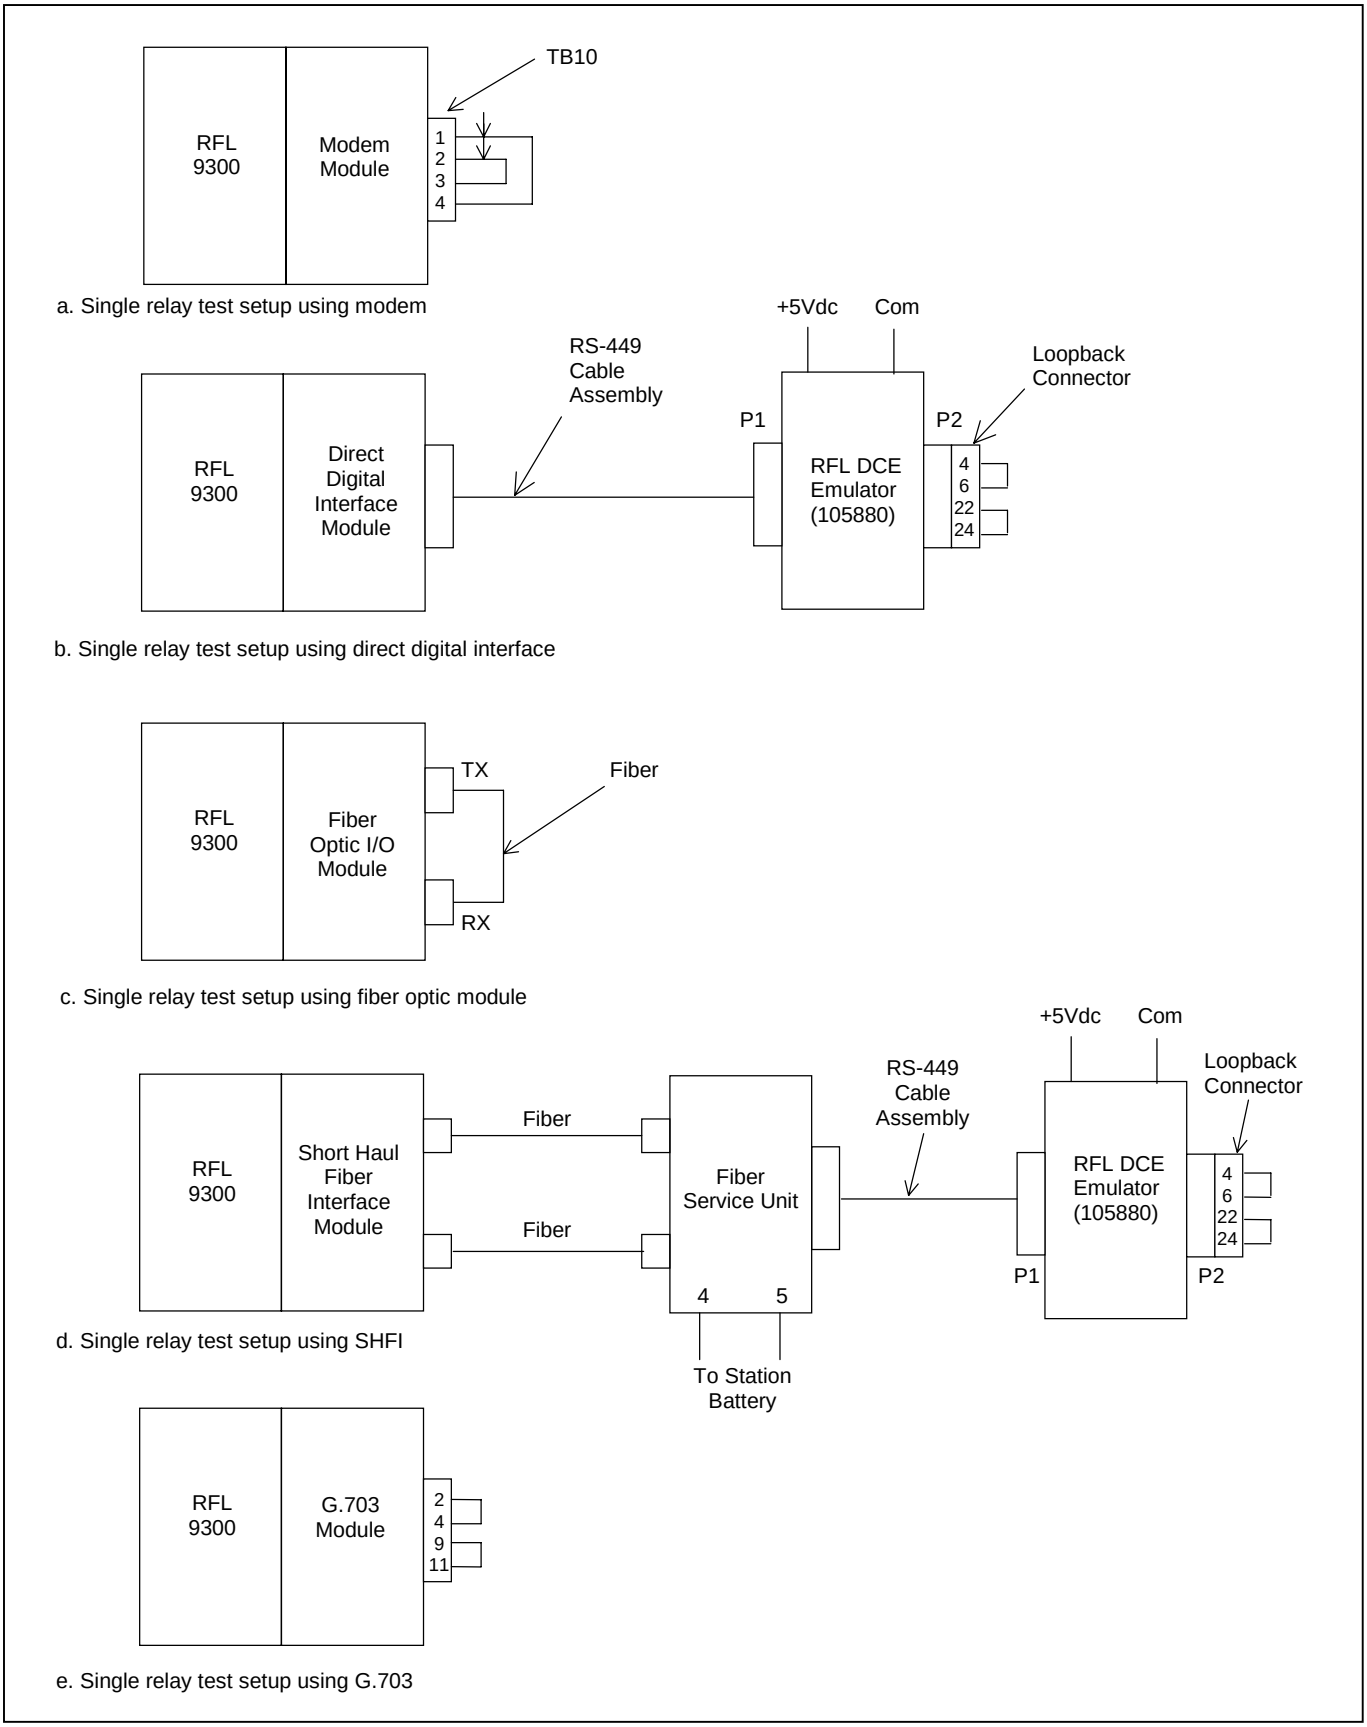

Figura 8-1 Configuraciónes para las pruedas de un solo relé
6. Los siguentes articulos son requerido para relés equipados con interfaces digitales (“direct digital”): (Vea Figura 8-1)
8. Los siguentes articulos son necesario para relés 9300 equipado con interfaces de bajo alcance (“short haul”): (Vea Figura 8-1)
Conecte un emulador DCE, un ensamblaje de cable RS-449, y un conector de bucle ("loopback") según mostrado en Figura 8-1.
Conecte un emulador DCE, una unidad de servicio de fibra óptica, un ensemblaje de cable RS-449, un conector de bucle ("loopback"), y dos cordónes de parcheo de fibra óptica según mostrado en Figura 8-1.